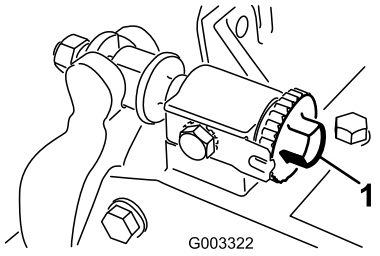

Figur 23
1. Lossa kontakten mellan cylindern och underkniven genom att vrida knivens justeringsreglage (Figur 23) moturs tills det inte förekommer någon kontakt längre.